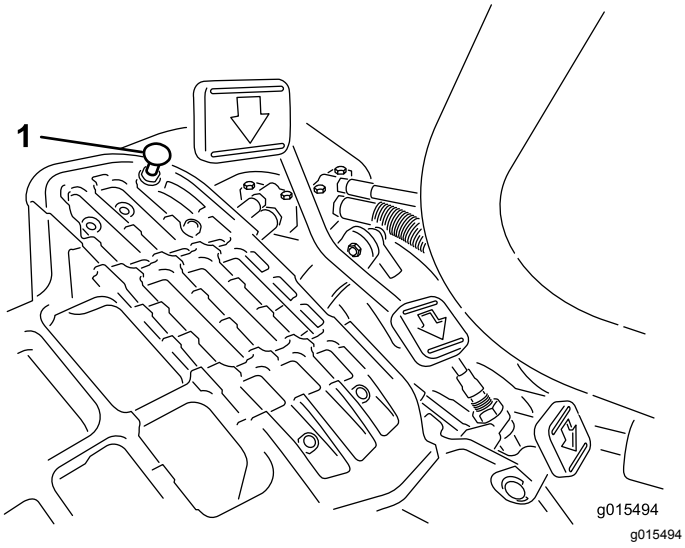

Rysunek 47
Aby uzyskać maksymalną prędkość transportową, należy ustawić dźwignię sterowania funkcją w pozycji TRANSPORTOWEJ i nacisnąć do końca pedał jazdy. Jeśli pedał dotyka ogranicznika (Rysunek 47), zanim da się wyczuć naprężenie linki, wówczas należy dokonać regulacji w następujący sposób:
1. Ustaw dźwignię sterowania funkcją w pozycji TRANSPORTOWEJ i poluzuj nakrętkę zabezpieczającą mocującą ogranicznik pedału do płyty podłogowej (Rysunek 47).